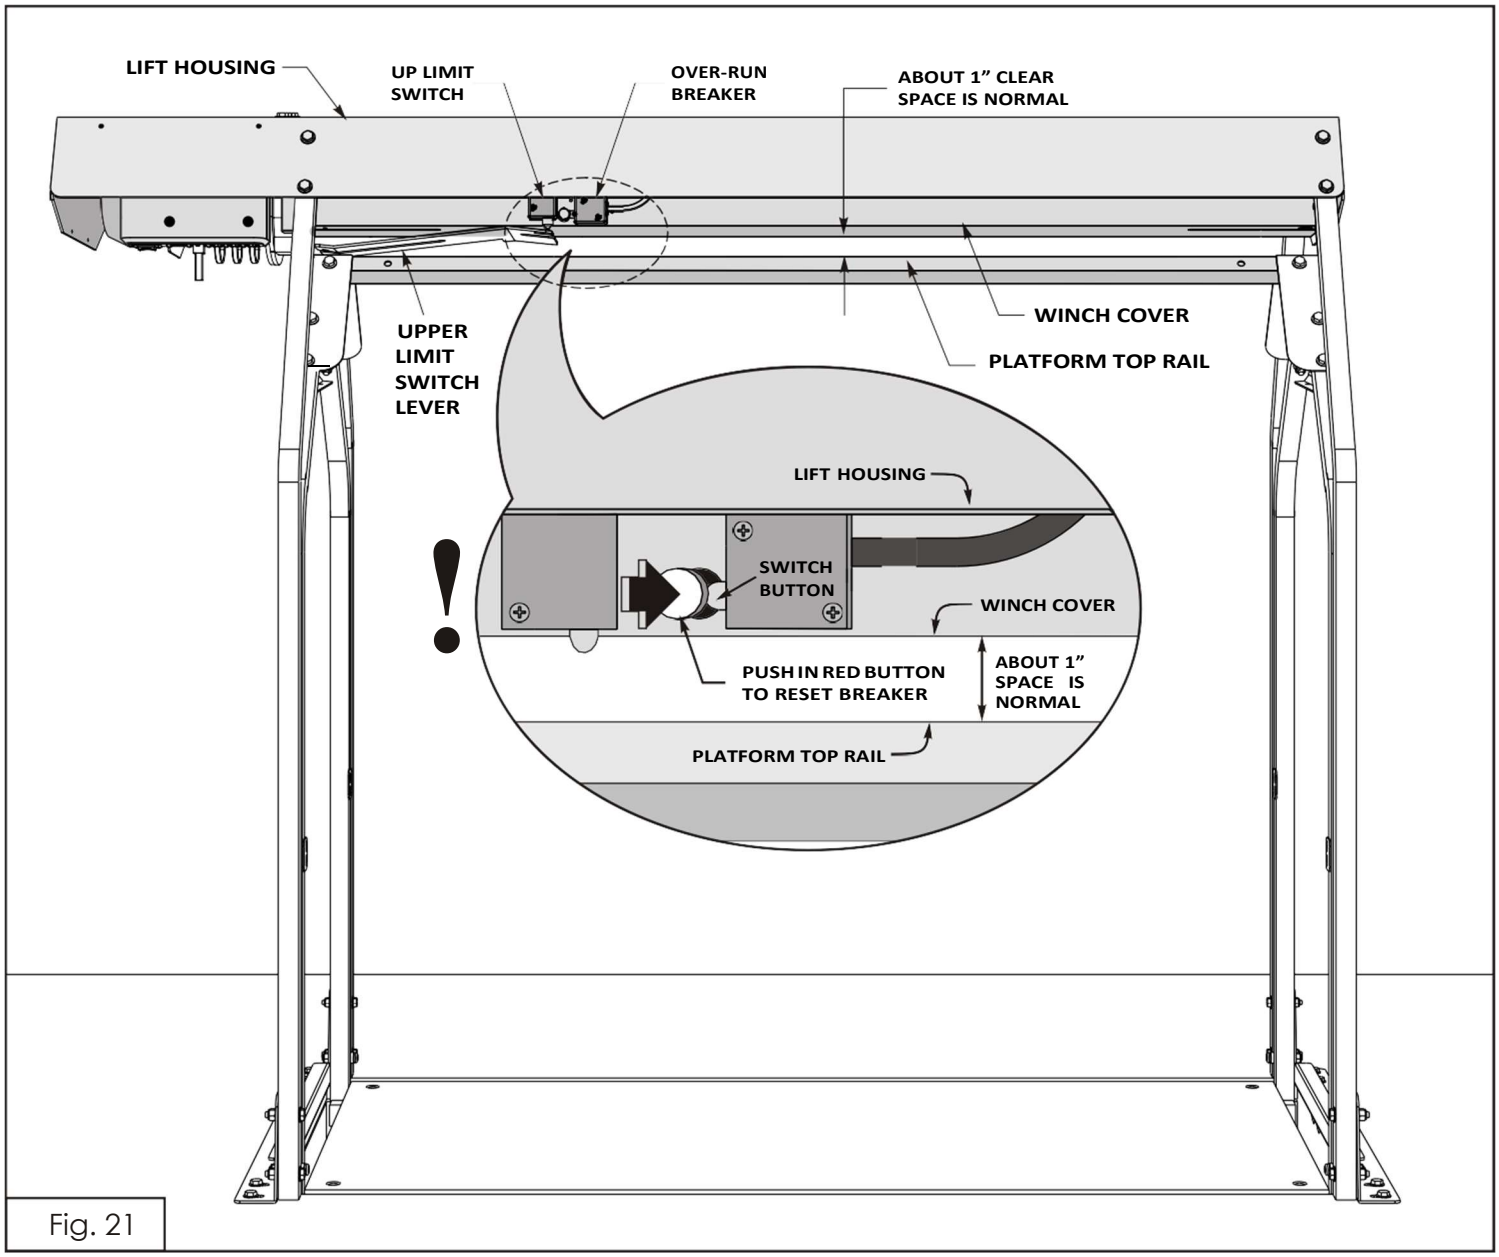

Fig. 21
13.6. IF YOUR LIFT WILL NOT GO DOWN: If your lift was working, but now will not go back down again, check the down limit "**over-run breaker**" illustrated in Fig. 21. Push straight in (firmly) on the red button. Now try to run the lift platform in the down direction. If it runs down now, it means that your down limit switch failed to stop the lift motor when the platform reached the floor and that tripped the over-run breaker switch. The down limit **over-run breaker** prevents the cables from being wound up backwards and possibly damaging to your lift. If the breaker trips again, **Do Not continue to use the lift until this malfunction has been corrected! The cause for this problem is that the down limit switch is either defective or not being activated**. The down limit switch must detect a release of tension in the cables (slack) when the platform lands on the downstairs floor and then stop the motor. (If your cables were not attached to the platform with it sitting directly on the floor or your platform can't come into full contact downstairs floor, then the cables won't get slack to trigger the down limit switch.) If the down limit fails, the over-run breaker is triggered to prevent back-winding the lift cables. Call us for assistance in resolving this problem.
A. When the platform is raised all the way up and lifts the upper limit switch lever, the lever should not hit the winch cover. The plat-form top rail must stop about 1" from the winch cover (see Fig. 21);